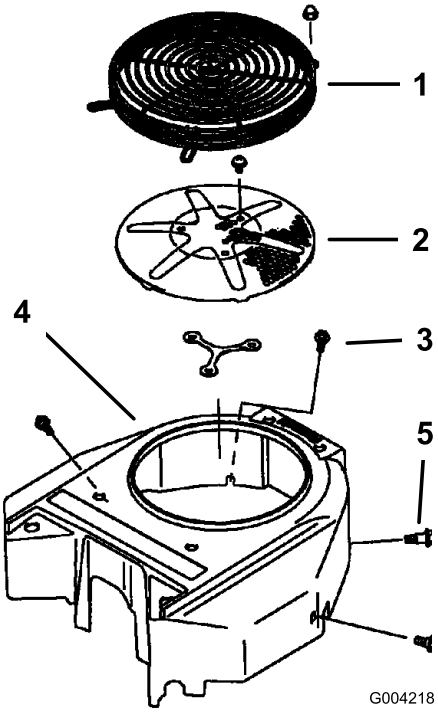

Figur 79
Før all bruk må du fjerne eventuell oppsamling av gress, smuss eller andre fremmedlegemer fra motorskjermen. Dette vil bidra til å sørge for tilstrekkelig kjøling av motoren og riktig motorhastighet, og vil redusere muligheten for overoppheting og mekanisk skade på motoren (Figur 79).
3. Fjern luftinntaksskjermen, tilbakespolingsstarteren og viftehuset (Figur 79).
5. Monter luftinntaksskjermen, tilbakespolingsstarteren og viftehuset (Figur 79).